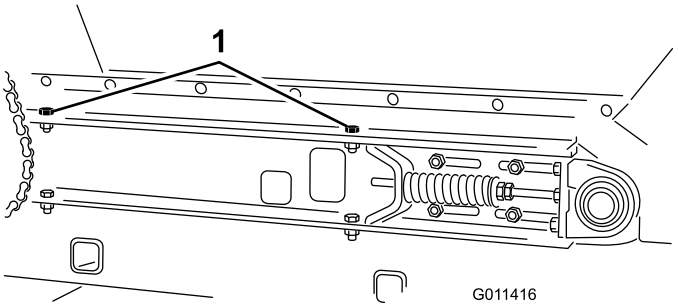

Figur 32
4. Ta bort de två huvudskruvar, brickor och muttrar på varje sida av maskinen som fäster tråget vid glidflaket (Figur 32).